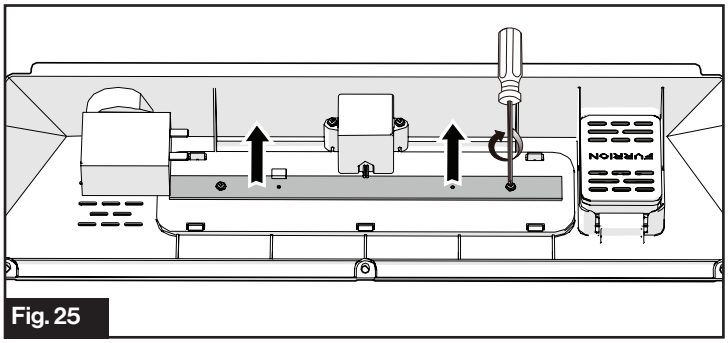

Fig. 25
3. Retirez l'agrafe et les deux vis pour remplacer la lampe LED usagée par une lampe LED neuve. Fixez l'agrafe, puis serrez les vis. Ensuite, réinstallez le couvercle. (Fig. 25)